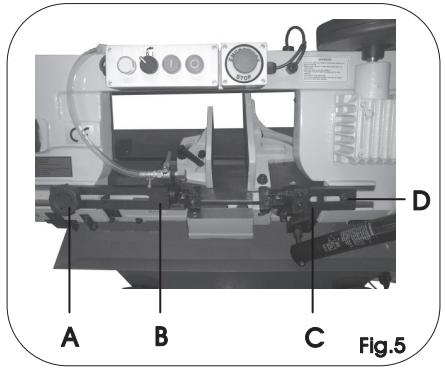

Fig.5
2.Loosen the knob (Fig.5,A), so that the left adjustable guide bracket (Fig.5,B) can be moved closer to your material.
3.Loosen the bolt (Fig.5,D) and slide the right adjustable guide bracket (Fig.5,C) closer to your material.
4.Once adjusted re-tighten the knob (A) and bolt (D).